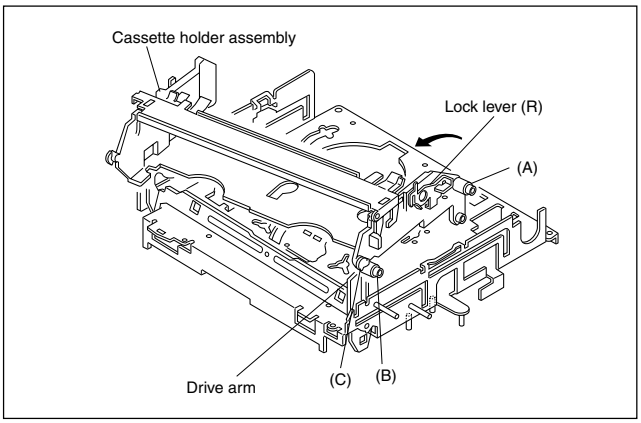

Fig. 2-2-3g
(3) Hold the drive arm upright and fit the leg (C) on the right side of the cassette holder assembly into the groove. (See Fig.2-2-3g.)
(4) While swinging the lock lever (R) of the cassette holder assembly toward the front, put the legs (A) and (B) into the rail. (See Fig.2-2-3g.)